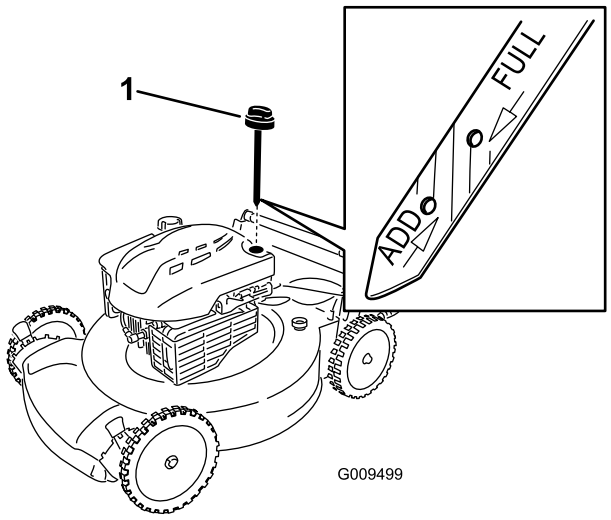

Figura 9
2. Togliete l'asta di livello (Figura 9).
5. Rimuovete l'asta di livello e controllate il livello dell'olio sulla stessa; vedere Figura 9.